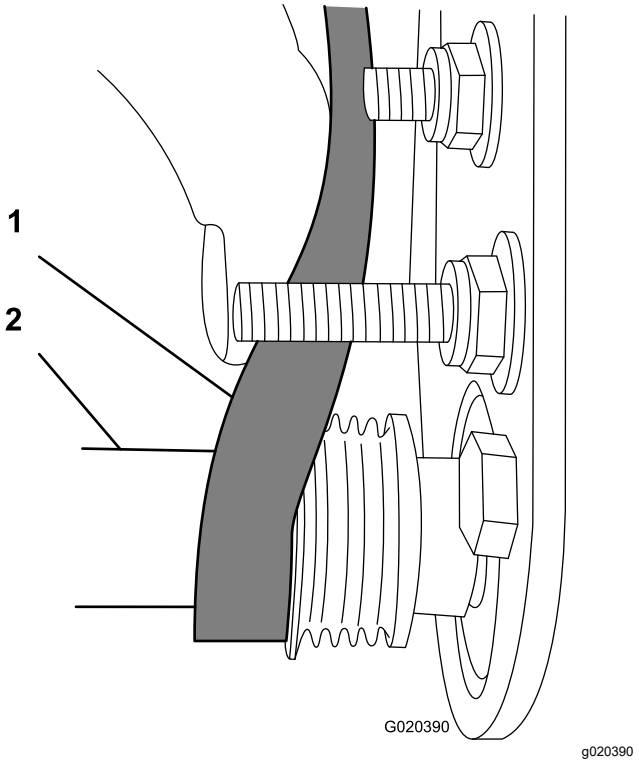

Figure 17
- Commencez à installer la courroie sur la poulie **menée** (Figure 17).
- Avec une clé à douille profonde de 9/16 pouce, tournez la brosse et guidez la courroie sur la poulie menée (Figure 17).